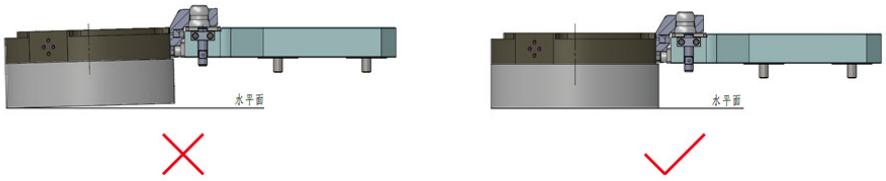

图 5.1 停放站调整示意图
- 工具应尽可能水平地放置在停放站上或者说工具侧必须尽可能与停放站平行 (图 5.1) 否则可能会增加磨损。